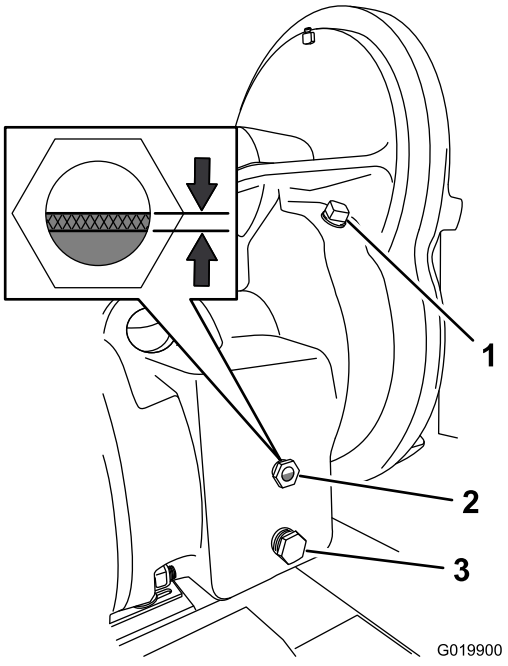

Figure 68
2. At the right side of the gear case, examine the oil level in the sight glass (Figure 68).
A. Remove the fill plug from the fill port in the housing of the gear case (Figure 68).
B. Slowly add the specified oil into the fill port until the oil level is between 1/3 and 1/2 of the sight glass (Figure 68).
E. Install the plug into the fill port in the housing (Figure 68).
1. Align a drain pan with a 3-quart capacity under the drain plug (Figure 68).
2. Remove the drain plug from the drain port, and completely drain the gear-case oil (Figure 68).
3. Remove the fill plug (Figure 68).
5. Install the drain plug in the drain port (Figure 68).
6. Slowly add the specified oil into the fill port until the oil level is between 1/3 and 1/2 of the sight glass (Figure 68).
7. Install the fill plug in the fill port (Figure 68).